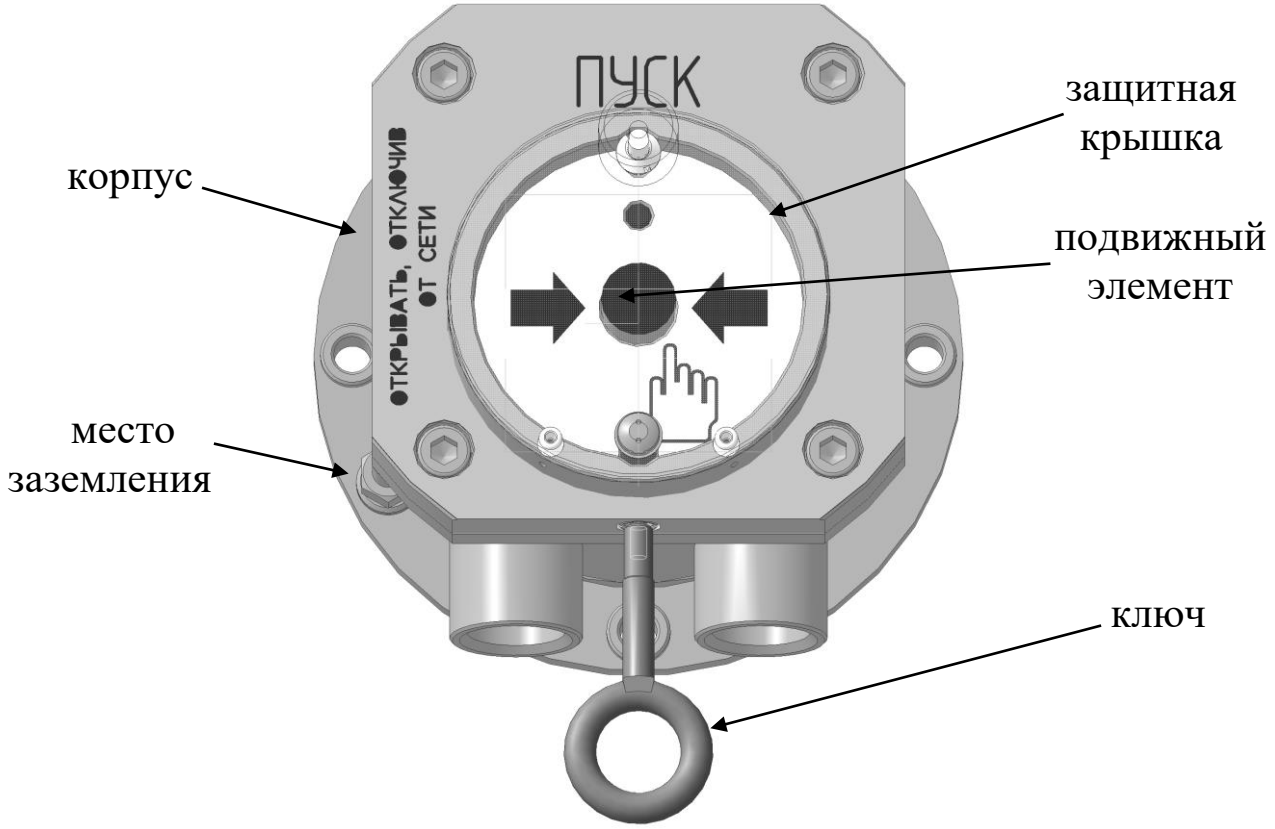

Рис. 2
- в отверстие крышки УДП (снизу) вставить специальный ключ и ввернуть на 2 оборота по часовой стрелке, рис.2;
- потянуть специальный ключ вниз, при этом кнопка вернется в исходное состояние, УДП перейдет в режим «Дежурный», рис.2;